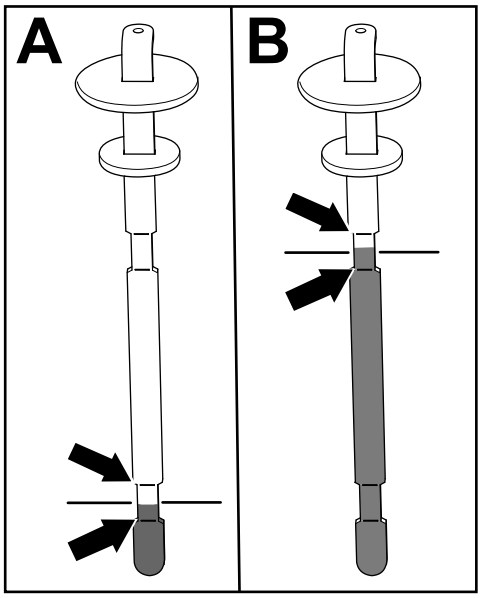

Bild 84
5. Nehmen Sie den Peilstab wieder heraus und prüfen Sie den Ölstand (Bild 84).
- **Bei angebautem Mähwerk:** Der Hydraulikölstand ist korrekt, wenn sich die Flüssigkeit zwischen den beiden Markierungen auf dem Ölpeilstab abzeichnet (A in Bild 84). Liegt der Flüssigkeitsstand über den unteren Markierungen ist dies auch ausreichend.
- **Bei installiertem Schlauchkit für hydraulische betriebene Anbaugeräte:** Der Hydraulikölstand ist korrekt, wenn sich die Flüssigkeit zwischen den beiden oberen Markierungen auf dem Ölpeilstab abzeichnet (B in Bild 84).